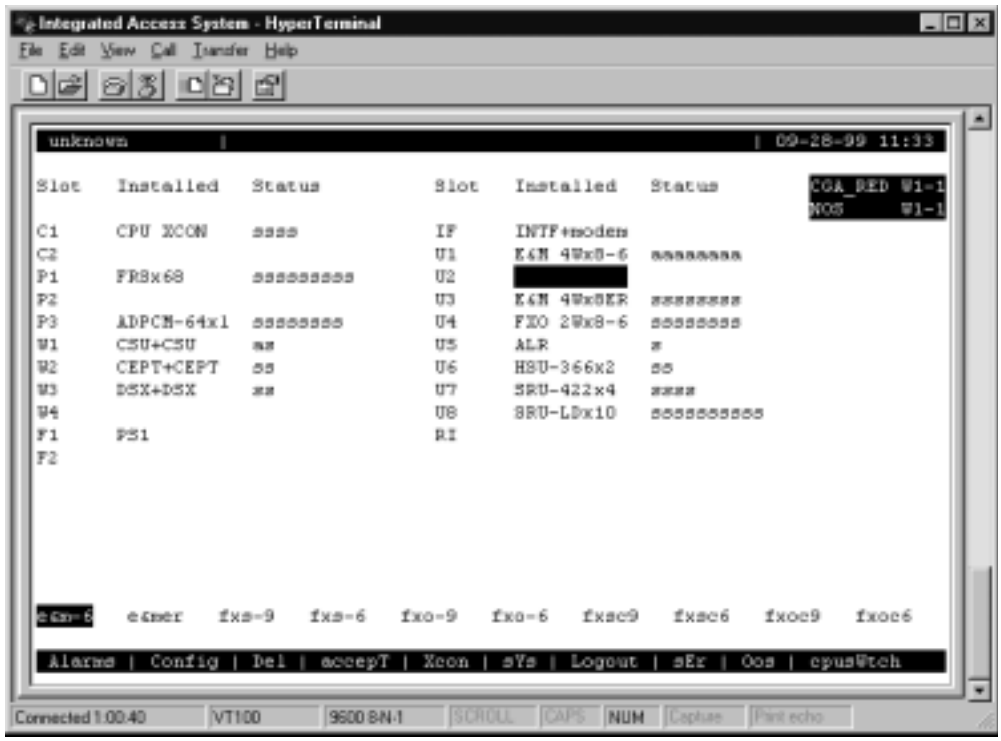

Figure 4-30.Typical Card Slot and Type Selection
2. Place the cursor on the first user card slot that will have a card. In Figure 4-30, slots U5 through U8 will be assigned to 30 time slots on the E1 WAN port.
4. Select the type of voice card from the types listed above the bottom line of the screen, as shown in Figure 4-30. In that screen, **e&m-6** is chosen as the card type (E&M, 600 ohms).